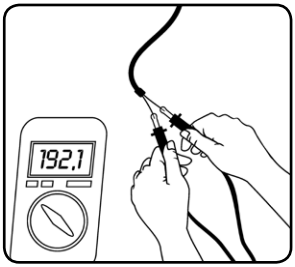

fig. 1
-Mida la resistencia del cable calefactor (Ver fig. 1), comprobar que concuerda con el valor de la etiqueta (dentro de la tolerancia -5% /+10%) y registre el valor de la resistencia en el certificado de garantía.